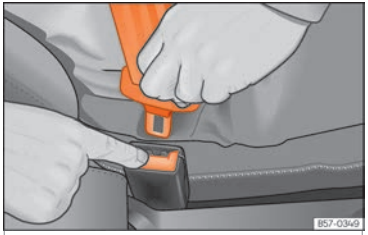

Fig. 15 Relâcher la languette du boîtier de verrouillage la fermeture de la ceinture.
- Appuyez sur la touche rouge sur le boîtier de verrouillage ››› **fig. 15**. Le pêne sera expulsé du boîtier de verrouillage.